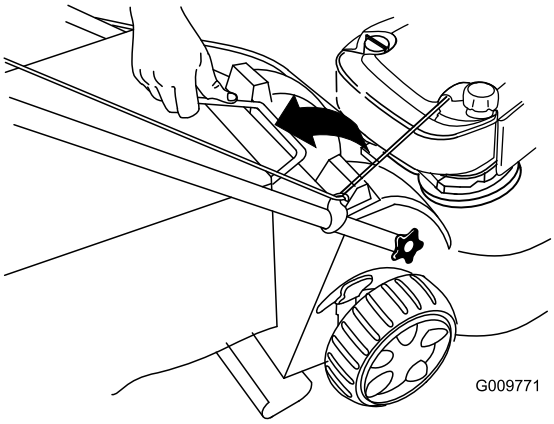

Figur 29
2. Løft gressposehåndtaket ut fra sporet på toppen av maskinen og fjern posen (Figur 29).